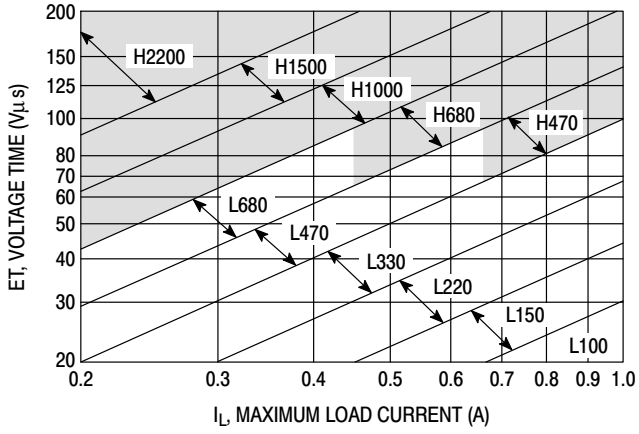

Figure 21. LM2575−Adj
4. Inductor Selection (L1) **A.** Use the following formula to calculate the inductor Volt x microsecond [V x μs] constant: $E \times T = \left(V_{in} - V_{out}\right) \frac{V_{out}}{V_{on}} \times \frac{10^6}{F[Hz]}$ [V x μs] **B.** Match the calculated E x T value with the corresponding number on the vertical axis of the Inductor Value Selection Guide shown in Figure 21. This E x T constant is a measure of the energy handling capability of an inductor and is dependent upon the type of core, the core area, the number of turns, and the duty cycle. **C.** Next step is to identify the inductance region intersected by the E x T value and the maximum load current value on the horizontal axis shown in Figure 21. **D.** From the inductor code, identify the inductor value. Then select an appropriate inductor from the Table 1 or Table 2. The inductor chosen must be rated for a switching frequency of 52 kHz and for a current rating of 1.15 x I_{load}. The inductor current rating can also be determined by calculating the inductor peak current: $I_{p(max)} = I_{Load(max)} + \frac{\left(V_{in} - V_{out}\right) t_{on}}{2L}$ where t_{on} is the "on" time of the power switch and $t_{on} = \frac{V_{out}}{V_{in}} \times \frac{1}{f_{osc}}$ For additional information about the inductor, see the inductor section in the "External Components" section of this data sheet.	**4. Inductor Selection (L1)** **A.** Calculate E x T [V x μs] constant: $E \times T = (12 - 8.0) \times \frac{8.0}{12} \times \frac{1000}{52} = 51$ [V x μs] **B.** E x T = 51 [V x μs] **C.** $I_{Load(max)}$ = 1.0 A Inductance Region = L220 **D.** Proper inductor value = 220 μH Choose the inductor from the Table 1 or Table 2.